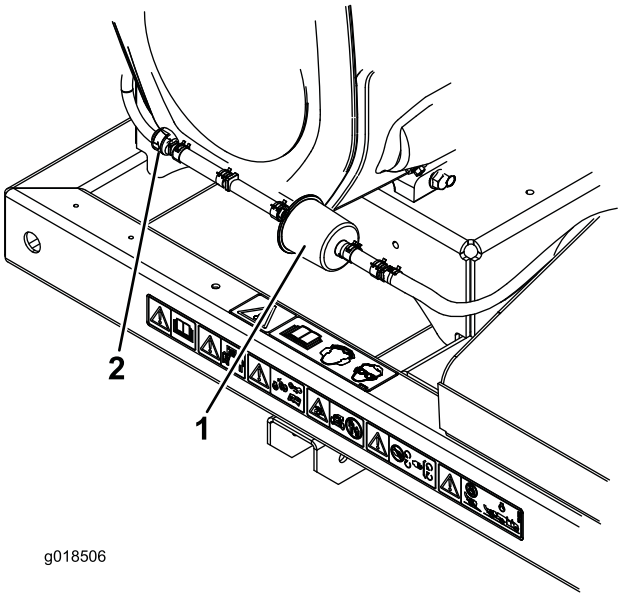

Figur 21
2. Flytta slangklämmorna av fjädertyp på bägge sidor av kolkanisterns reningsledningsfilter bort från filtret (Figur 21).
3. Ta bort och kasta kolfiltret (Figur 21).
4. Montera ett nytt filter i slangen (pilen på filtret ska peka backventilen) och fäst det med slangklämmorna (Figur 21).